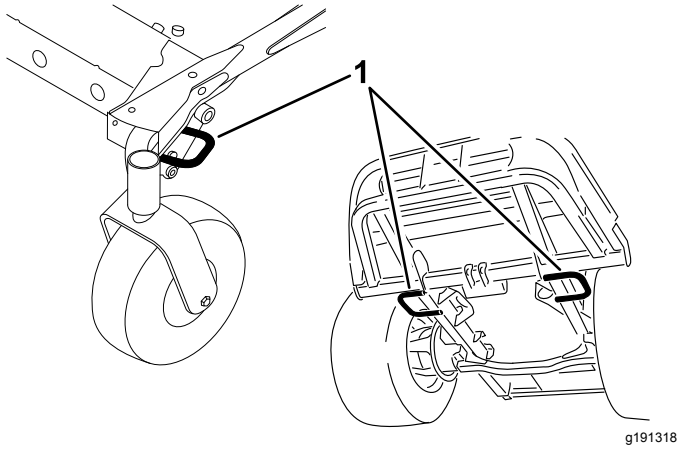

Rysunek 27
5. Zamocuj maszynę do przyczepy lub ciężarówki za pomocą pasów, łańcuchów lub lin, mocując je do metalowych uch na maszynie (Rysunek 27).